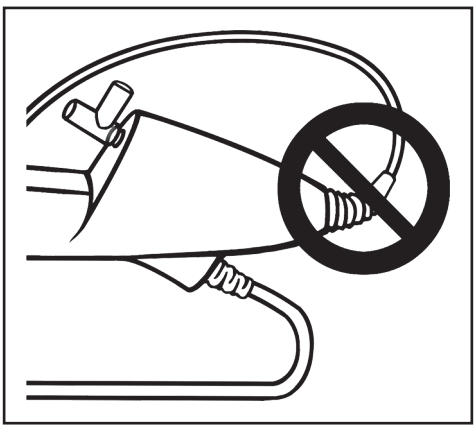

Abb. 5. NICHT STARK BIEGEN
- Das Ureteroskop besitzt eine Zugentlastung am Übergang zwischen Griff und Schaft. Die Zugentlastung schützt die Vorrichtung während des Gebrauchs. Um Beschädigungen des Schafts und/oder der Lichtfaser zu vermeiden, den Schaft nicht stark biegen (Abb. 5).